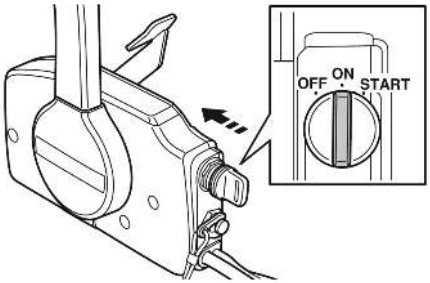

Рис. 32 Включение электромагнитного клапана управления воздушной заслонкой
2. Если двигатель лодочного мотора холодный, перед запуском нужно закрыть воздушную заслонку карбюратора. Нажмите на ключ зажигания (Рис. 32), при этом сработает электромагнитный клапан управления воздушной заслонкой, установленный на впускном коллекторе двигателя, и воздушная заслонка карбюратора закроется.